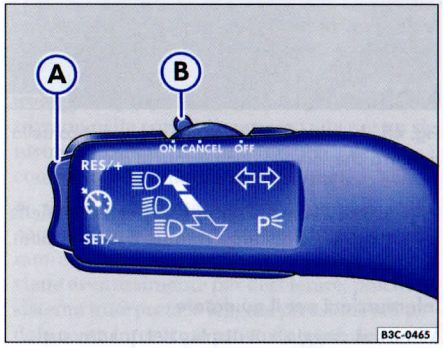

Fig. 46 Leva degli indicatori di direzione e degli abbaglianti: tasto doppio Ⓐ e interruttore Ⓑ del regolatore di velocità
– mettere l'interruttore ⇒ fig. 46 Ⓑ su CANCEL (posizione centrale).